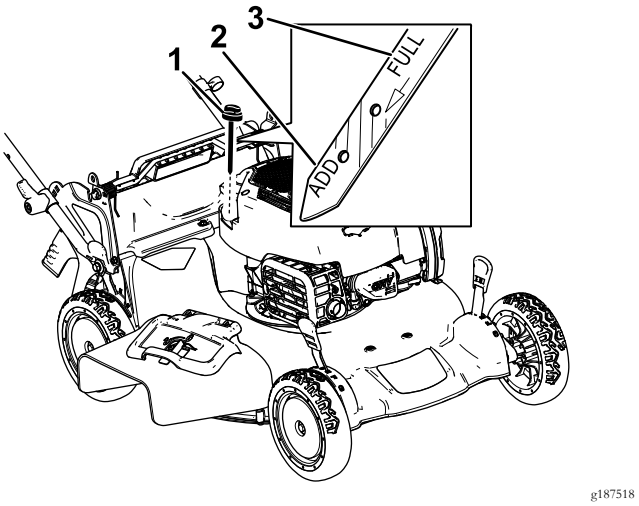

Rysunek 28
3. Wyjmij wskaźnik poziomu, obracając jego korek w lewo i wyciągając go (Rysunek 28).
10. Odczytaj poziom oleju na wskaźniku (Rysunek 28).